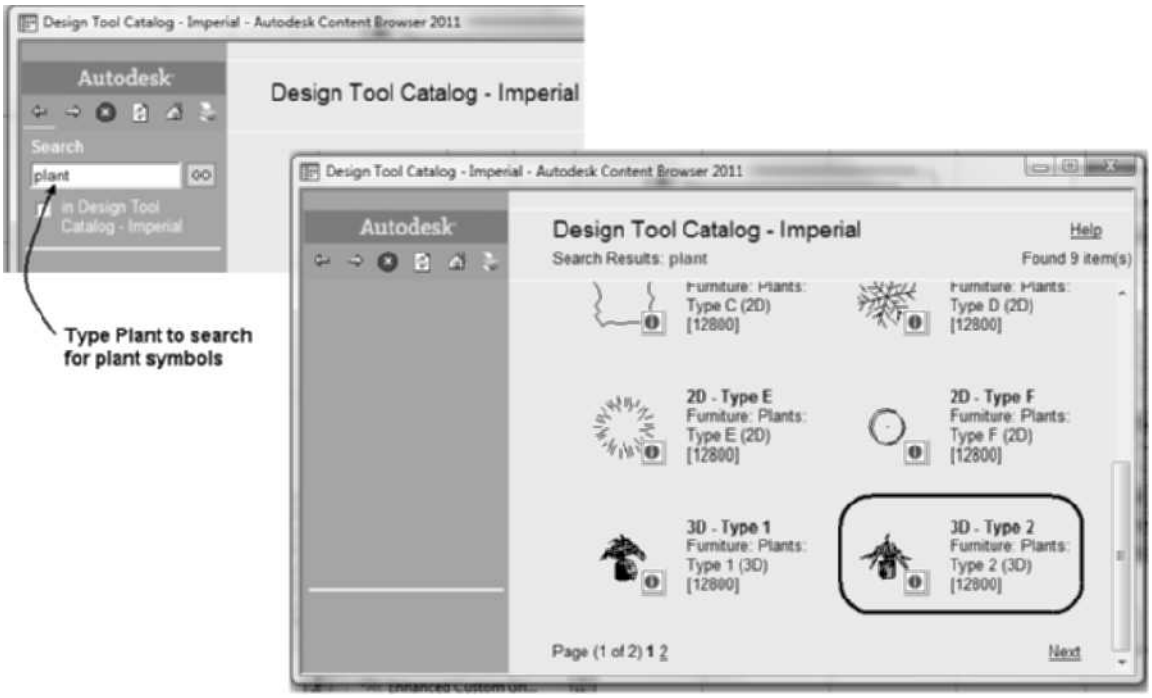

FIGURE 10.7 *Search tool applied to located specific multi-view blocks*
11. In this step you will search for a tool. Choose **Design Tool Catalog—Imperial [Design Tool Catalog—Metric]**. Type **Plant** in the Search field of the Design Tool Catalog—Imperial [Design Tool Catalog - Metric]. Click **Go** to view the results of the search as shown in Figure 10.7.